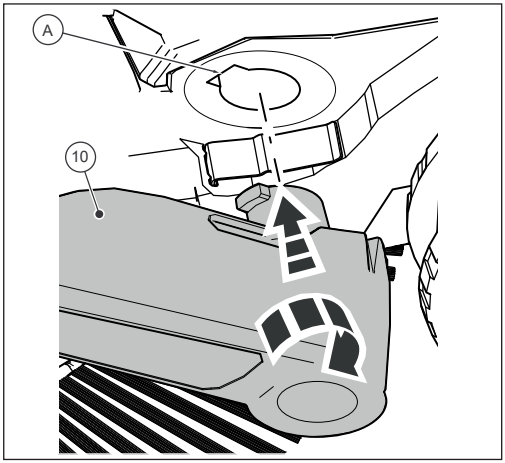

Abb. 10: Montering av håndtaksbeslagene
2. Plasser ett av de to håndtaksbeslagene med låsetappen på håndtaksbeslaget (10) i sporet på rammen (A) slik at det kan klikke på plass (fig. 10).